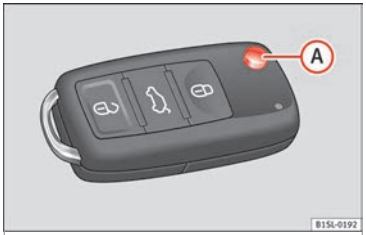

Fig. 96 Remote control key
When the button is pressed ››› Fig. 96 (A), the key shaft is released and unfolds.
- **If the buttons of the vehicle key are pressed ››› Fig. 96 or one of the central locking buttons ››› page 94 is pressed repeatedly in quick succession, the central locking briefly disconnects as protection against overloading. The vehicle is then unlocked. Lock it if necessary.**